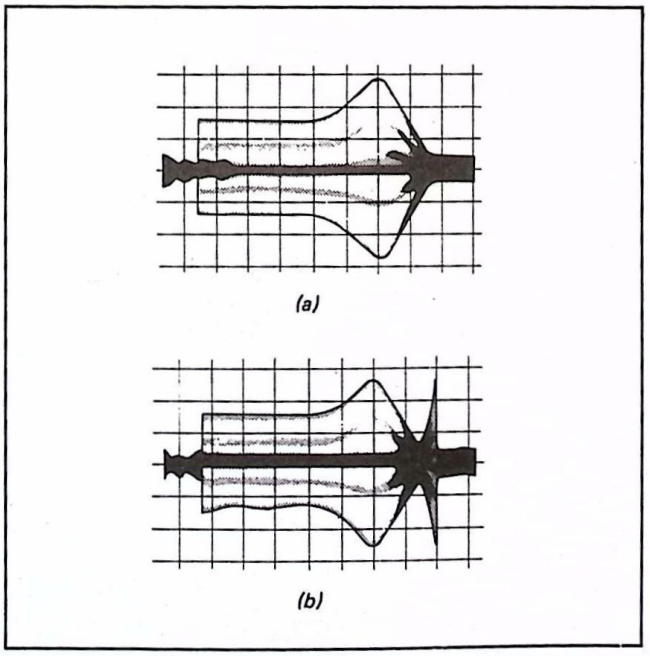
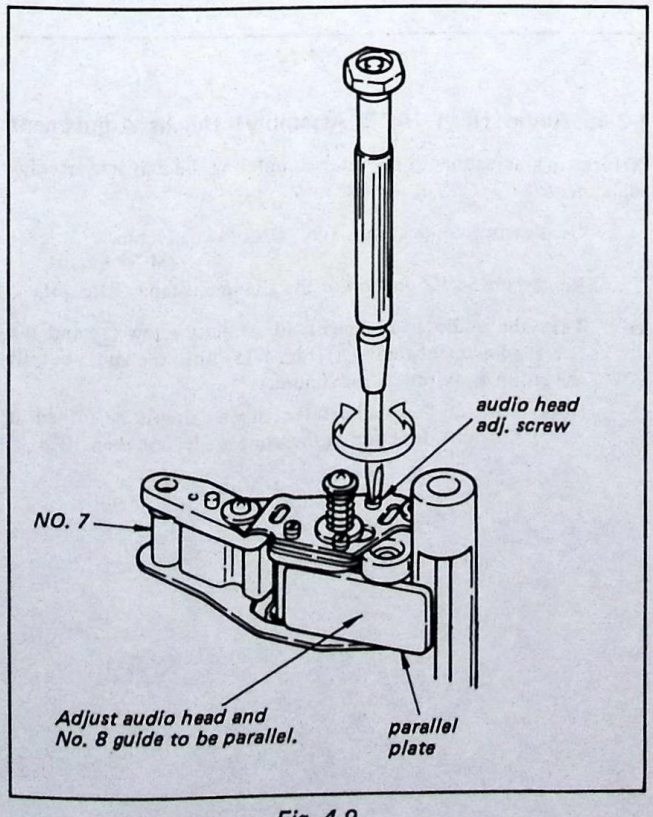
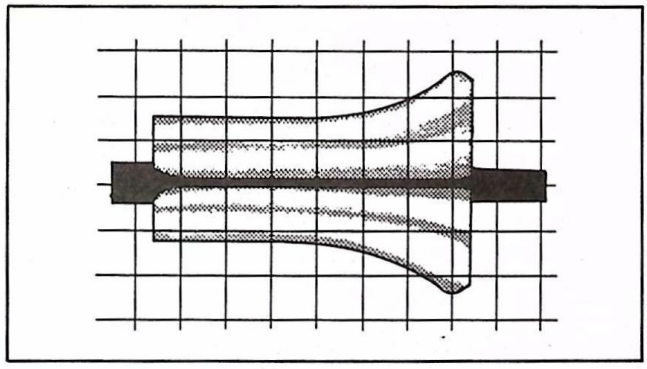

Fig. 4-7.
Fig. 4-9.
Fig. 4-10.
i) If the exit free waveform is within the range illustrated in Fig. 4-7(a), (b), proceed with exit side adjustment.
1) Place the parallel plate (Jig, SL-0657) as shown in Fig. 4-9, turn audio head lateral adjustment screw (1) and confirm that the audio head is vertical.
i) If the waveform is within the range illustrated in Fig. 4-7(a), (b), proceed with the adjustment.
ii) If the exit free waveform appears as shown in Fig. 4-10, turn the ACE lateral adjustment screw clockwise (less than 30°) until the waveform is within the range illustrated in Fig. 4-7(a), (b). (See Fig. 4-9)